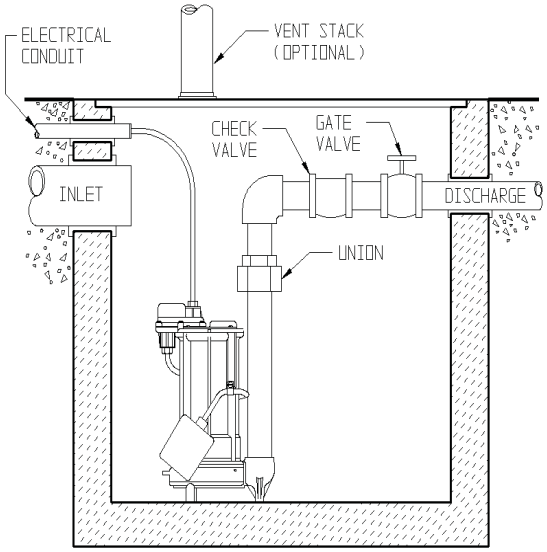

**Fig. 2 – Typical Installation Simplex System**
A. **Simplex (One Pump) Systems (see Fig. 2):** Set the pump in place making sure the float has adequate clearance to the side wall of the basin. The float must be **free to move throughout its travel** and not contacting the pump body, piping, or other objects. If an optional control device or float is used, follow the directions for mounting that accompany the optional control. Connect the discharge pipe to the pump's threaded discharge. IMPORTANT: DO NOT REDUCE THE DISCHARGE PIPE SIZE BELOW THAT WHICH IS PROVIDED ON THE PUMP. Contact Liberty Pumps or other qualified person if you have questions regarding proper pipe sizes and flow rates. Mount the basin cover making sure it is properly sealed.